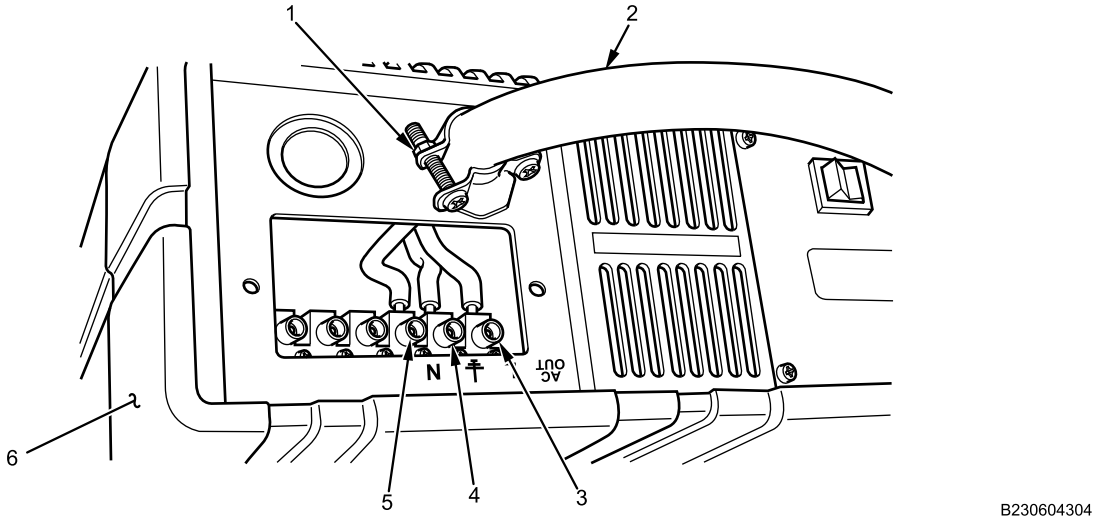

Figure 2. Inverter Circuit Connections.
2. Loosen terminals (Figure 2, Item 3, 4, and 5) securing wires to inverter (Figure 2, Item 6).
3. Loosen screws (Figure 2, Item 1) on harness retainer and pull harness (Figure 2, Item 2) out of inverter (Figure 2, Item 6).